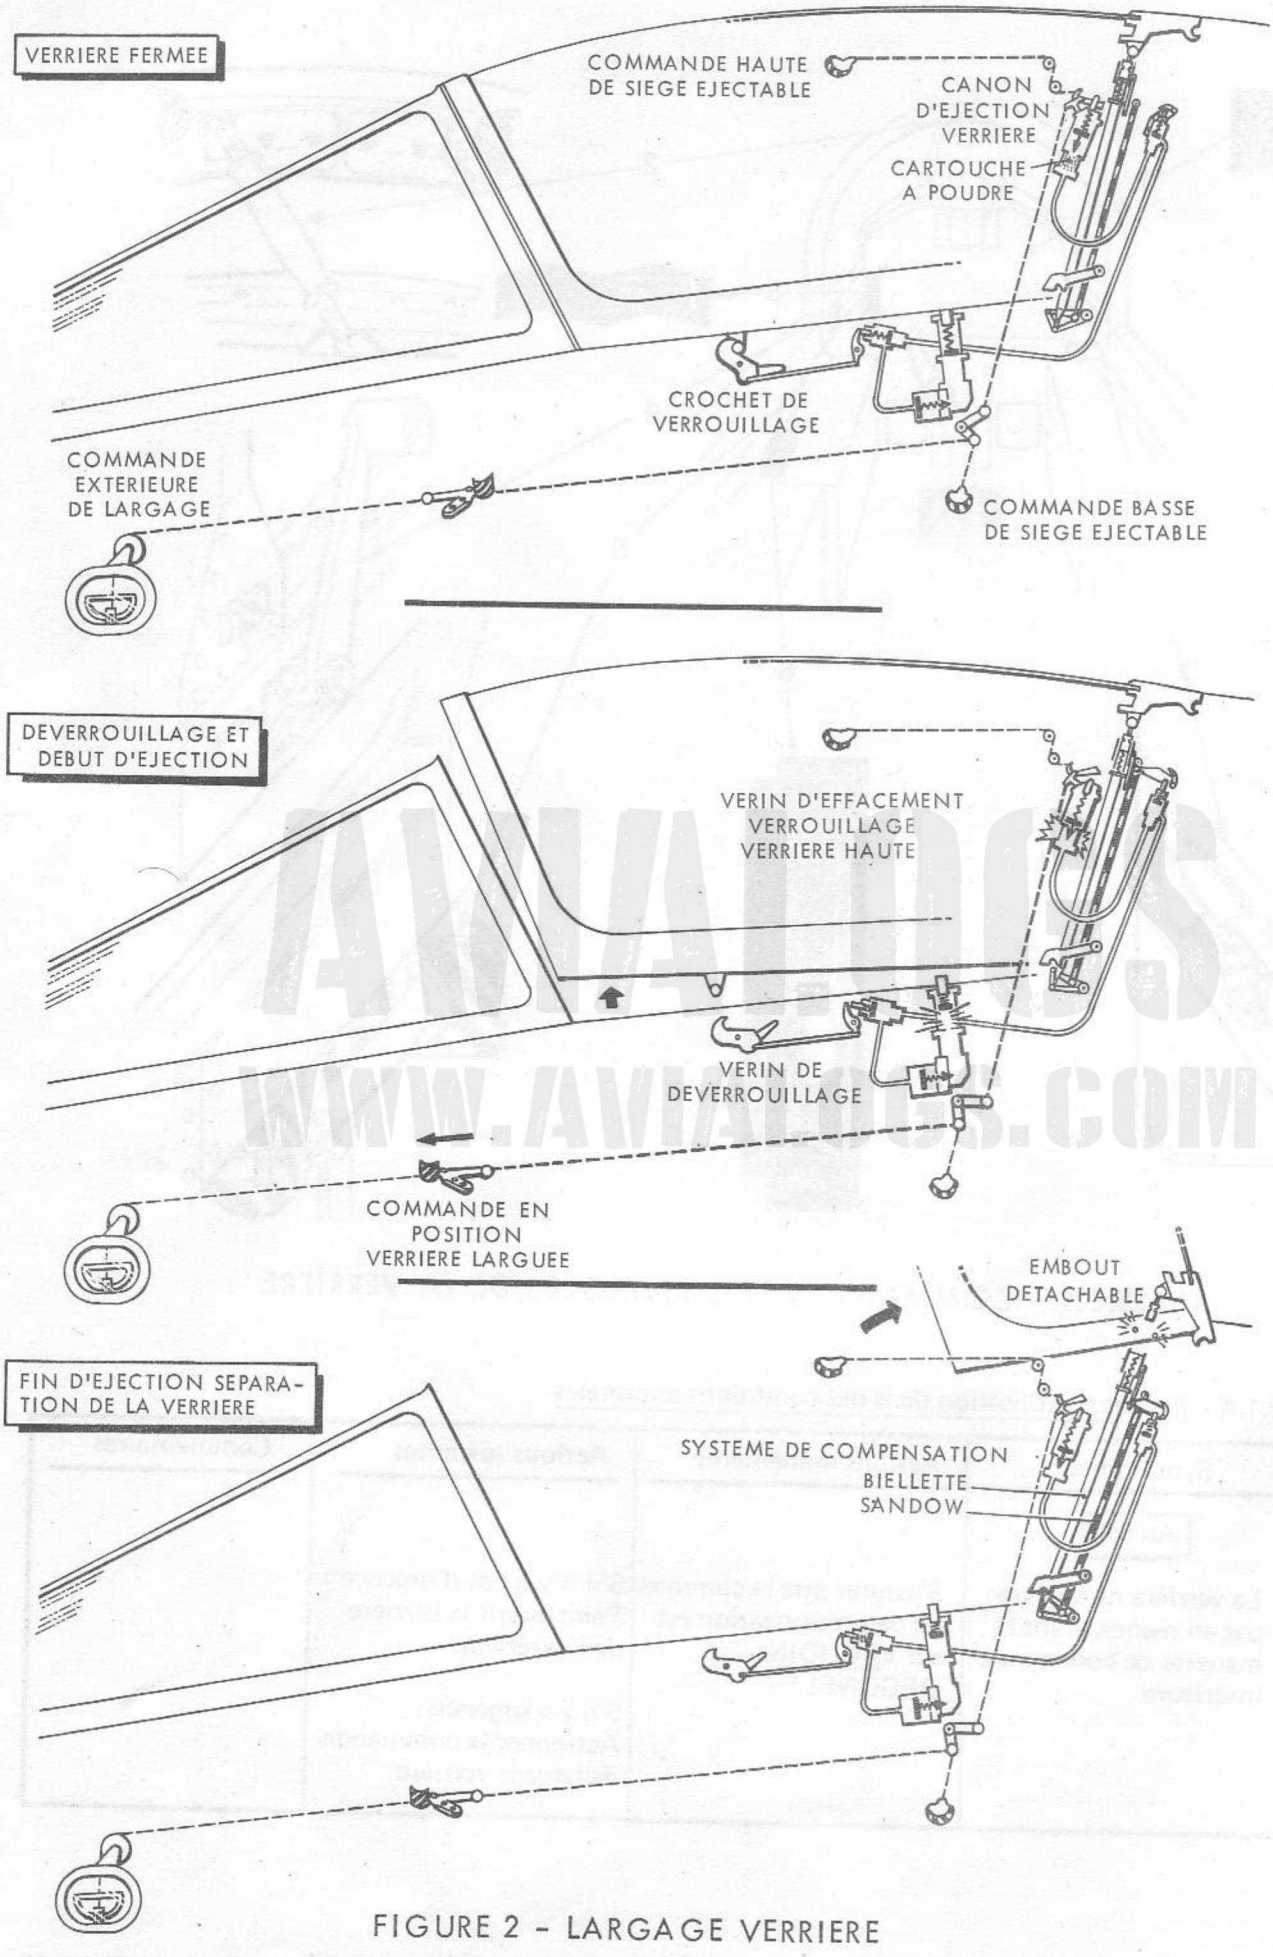

FIGURE 2 - LARGAGE VERRIERE
12.1.2.2 - Fonctionnement du système de largage secours de la verrière (Fig. 2)